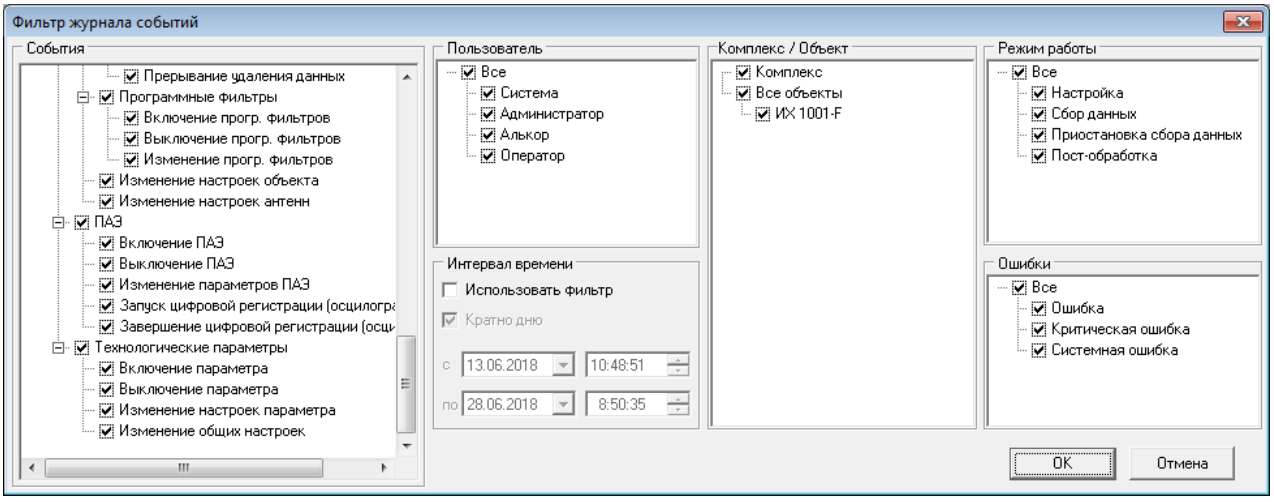

Рис. 28 Диалоговое окно “Фильтр журнала событий”.
- В появившемся окне **Фильтр журнала событий** (рис. 28) выберите: